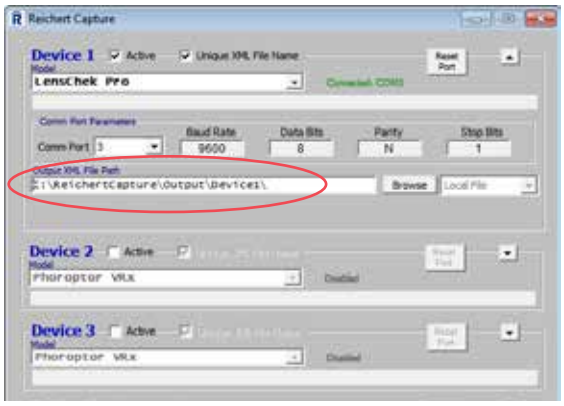

Figure IS-10, Output File Path
6. Select the COM port for the instrument. Ensure that the settings on the instrument match the settings on the ReichertCapture software. Refer to Figure IS-10.
7. For XML file transfers, ensure that the Local File option is selected and the Output XML File Path is correct. If it is not correct, left-click the Browse button and select the location of the directory for the XML file. Refer to Figure IS-10